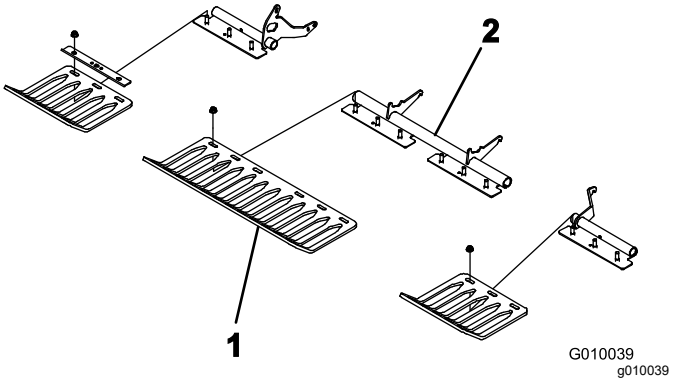

**Figure 23**
4. Loosely install the turf guards to the turf guard brackets with 4 turf guard clamps and 12 flange nuts (Figure 23). Do not tighten the fasteners.
**Note:** The factory ships turf guard clamps and flange nuts secured to the turf guard brackets (Figure 23).